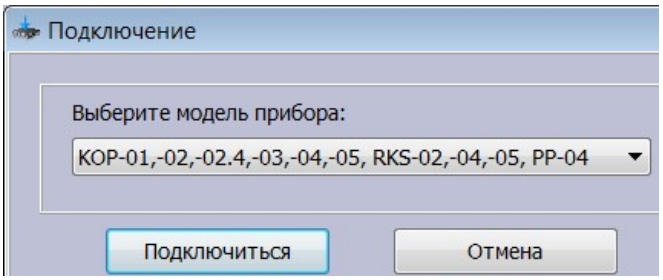

Рисунок 2 – Окно «Подключение»
5. Нажать кнопку «Подключиться» (см. Рисунок 2);